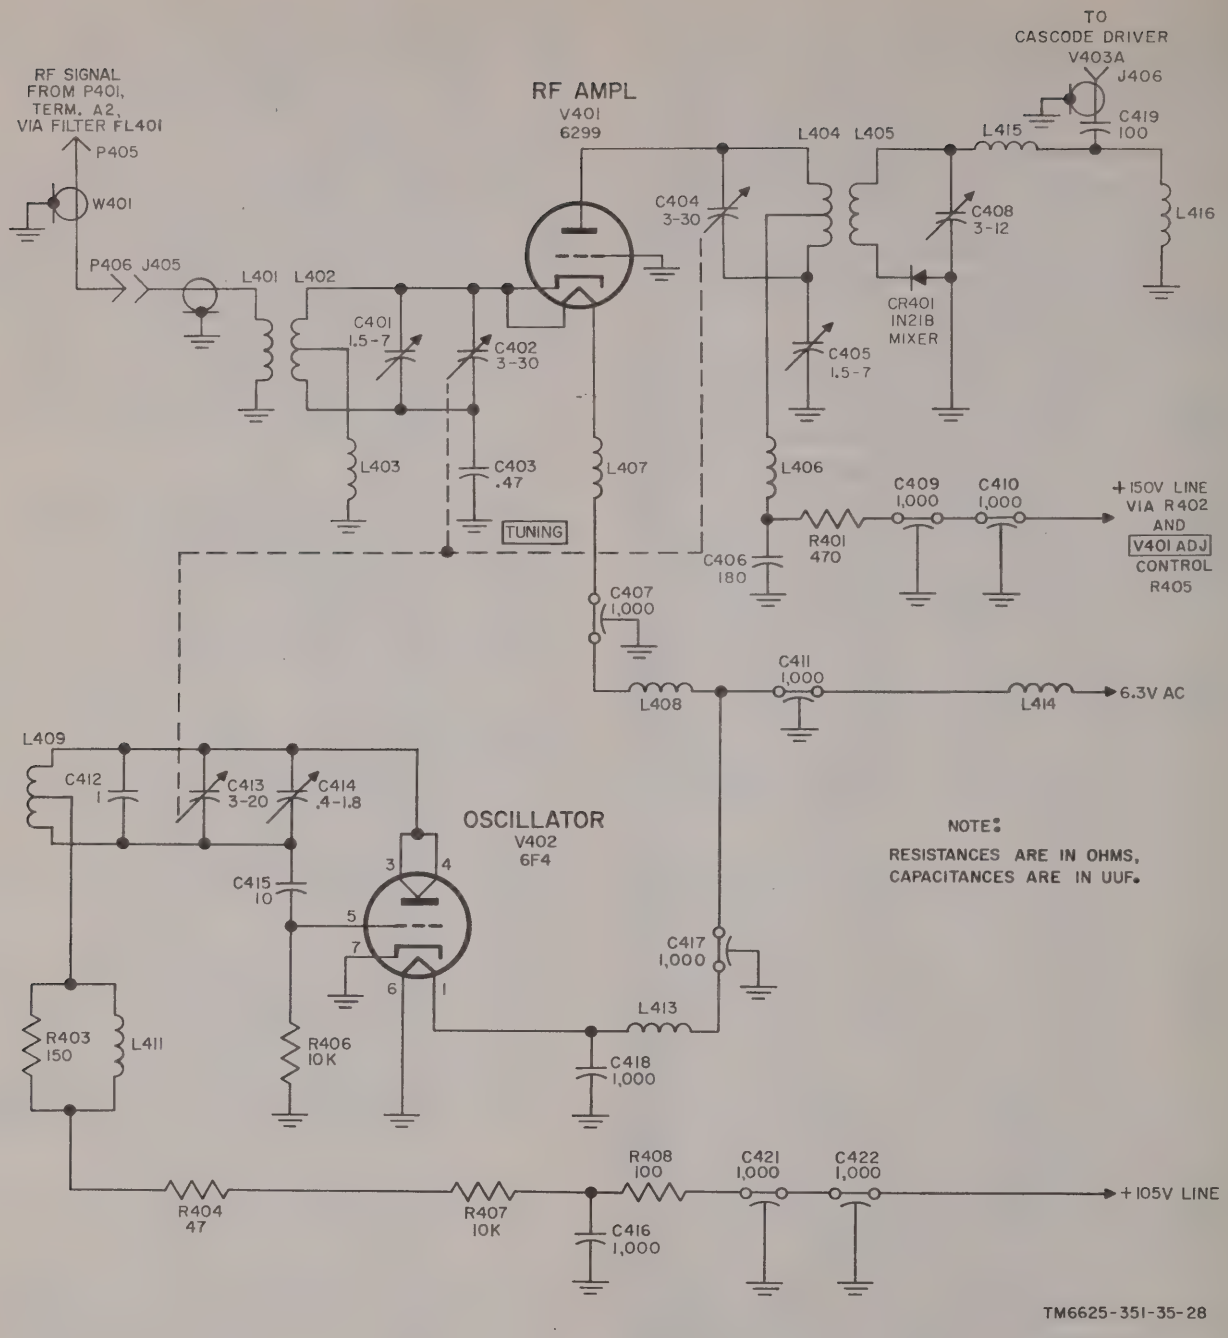

Figure 28. Tuning unit 3 rf amplifier and oscillator, schematic diagram.
43. RF Amplifier V401, Detailed Analysis (fig. 28, 68, and 69)
b. Amplifier Circuit (fig. 28 and 69). The tuned cathode input circuit consists of pickup loop L402, trimmer capacitor C401, and variable capacitor C402 which is worm-gear driven by the front panel TUNING control. Variable capacitor C402 is mechanically coupled to plate-tuning capacitor C404 and to oscillator-tuning capacitor C413. Therefore, the amplifier and the oscillator track over the complete frequency range. The low rf potential side of the cathode inlut tuned circuit is bypassed by C403. The amplified rf voltage in the plate is developed across the parallel-tuned circuit, which consists of tuning capacitor C404 and pickup loop L404. Trimmer capacitor C405 is adjusted during alignment to obtain a peak output signal
44. Oscillator V402, Detailed Analysis (fig. 28 and 69)
45. Crystal Mixer Circuit, Detailed Analysis (fig. 28)